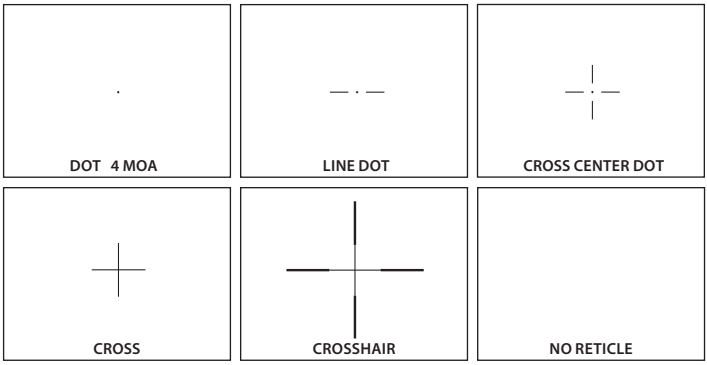

FIGURE 3-35. RETICLE PATTERNS
Hold down button (4) to select from a choice of reticle patterns: "Dot 4 MOA," "Line Dot," "Cross Center Dot," "Cross," or "Crosshair" (Figure 3-35).